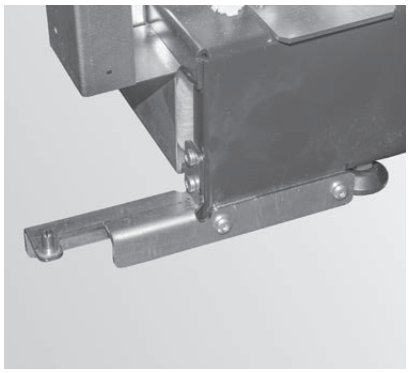

Fig. 63 Avvitare la cerniera della porta in basso
- ▶ Avvitare la cerniera della porta in basso con 4 viti autofilettanti TT M5 x 10 – Fig. 63.